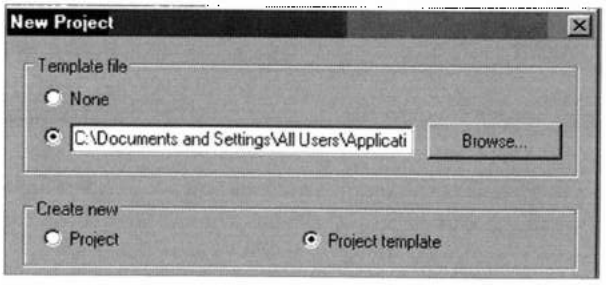

Рис. 2.2. *Выбор начала работы над проектом*
1. Из меню командой **New** > **Project** (Создать > Проект) открыть бокс **New Project** (Создать проект) (рис. 2.2).